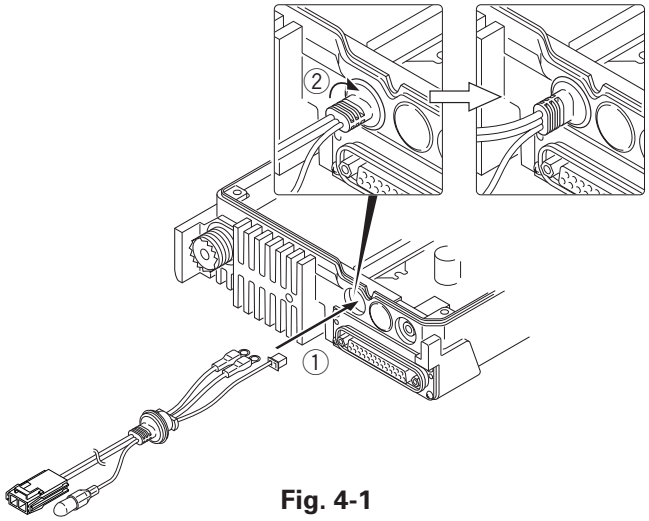
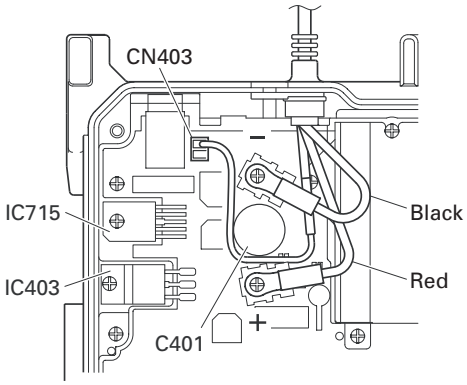

Fig. 4-1
Fig. 4-2
1. Pass the power supply cable through the chassis hole (①) as shown in Figure 4-1 and insert the bush into the chassis hole.
2. Rotate the bush of the power supply cable 90 degrees clockwise as viewed from the rear of the chassis. (②)
4. Align the + (positive) terminal of the power supply cable (red) as shown in Figure 4-2 and fix it to the terminal strip with a screw.
5. Align the – (negative) terminal of the power supply cable (black) as shown in Figure 4-2 and fix it to the terminal strip with a screw.